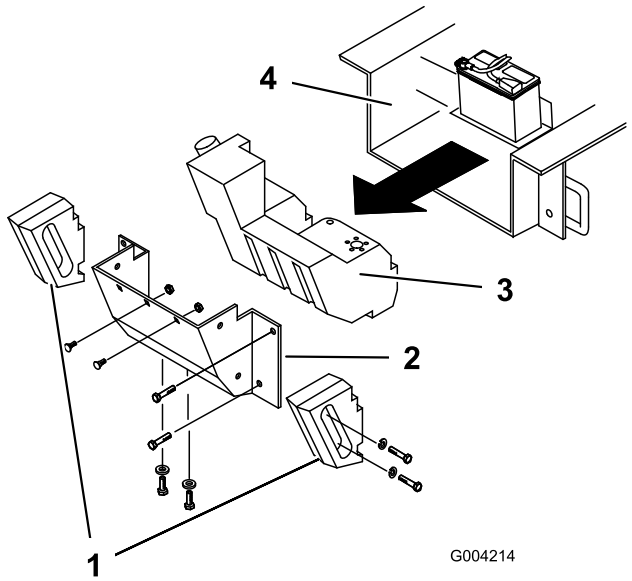

Figuur 61
Open de motorkap en inspecteer regelmatig het gebied onder de motor met behulp van een zaklamp. Als de laag vuil 2,5 tot 5 cm dik is, voltooi dan de volgende procedure (raadpleeg Figuur 61 tijdens deze procedure):
4. Verwijder de bouten, ringen en borgringen waarmee de 2 zijgewichten zijn bevestigd en verwijder de gewichten (Figuur 61).
7. Verwijder de 6 moeren en bouten waarmee het achterpaneel is bevestigd en verwijder het paneel (Figuur 61).
9. Schuif de brandstoftank naar achteren (Figuur 61).
16. Schuif de brandstoftank gedeeltelijk in het chassis (Figuur 61).
22. Plaats het achterpaneel terug en bevestig het met de 6 bouten en moeren die u eerder hebt verwijderd (Figuur 61).
24. Monteer de zijgewichten met de bouten, ringen en borgringen die u eerder hebt verwijderd (Figuur 61).